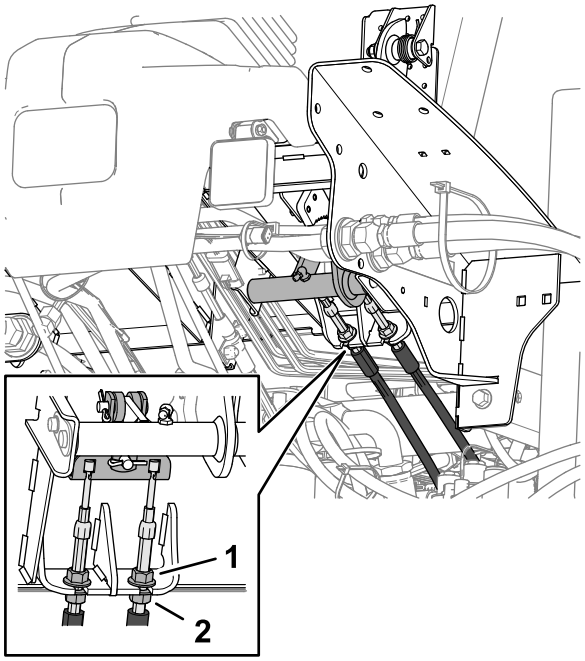

Figuur 139
5. Om de speling van het rempedaal te verminderen, draait u de voorste contramoeren los op het uiteinde met schroefdraad van elke remkabel (Figuur 139).